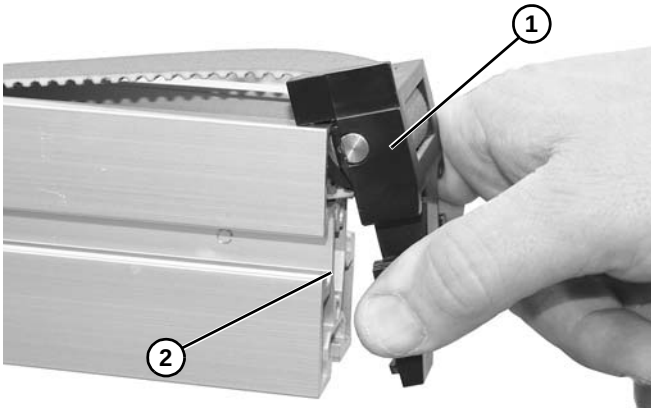

Figure 14
3. Remove the end cap **(Figure 14, item 1)** from the conveyor **(Figure 14, item 2)** on both ends.